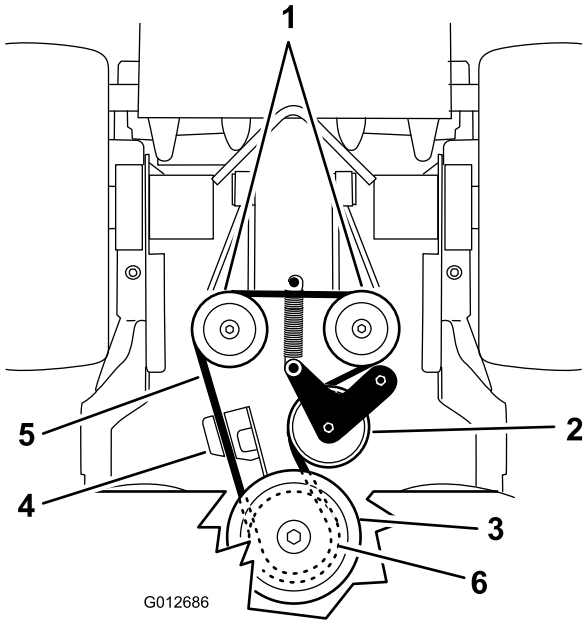

Figure 67
5. Décrochez le ressort de la poulie de tension du châssis (Figure 67).
7. Accrochez le ressort de la poulie de tension au cadre (Figure 67).